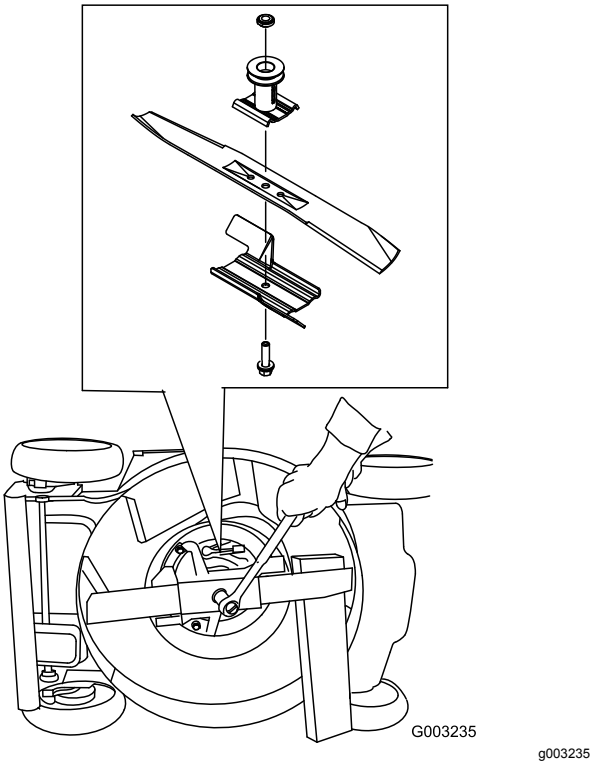

Rysunek 44
3. Aby unieruchomić ostrze, należy użyć kawałka drewna (Rysunek 44).